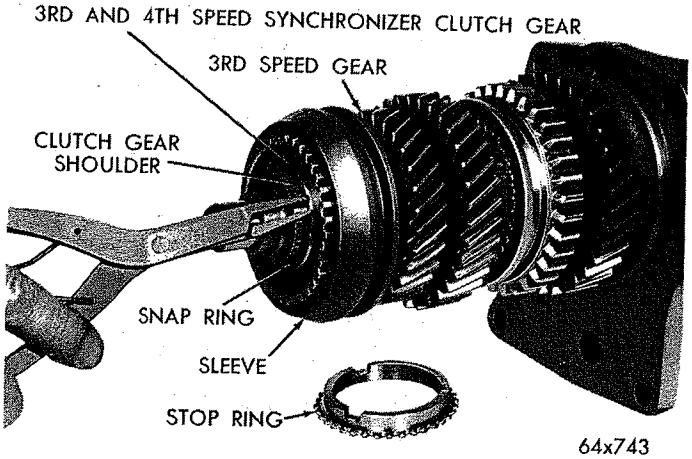

***Fig. 12—Disassembling Mainshaft***
(5) Using snap ring pliers, remove snap ring (Fig. 12), that retains 3rd and 4th synchronizer clutch gear